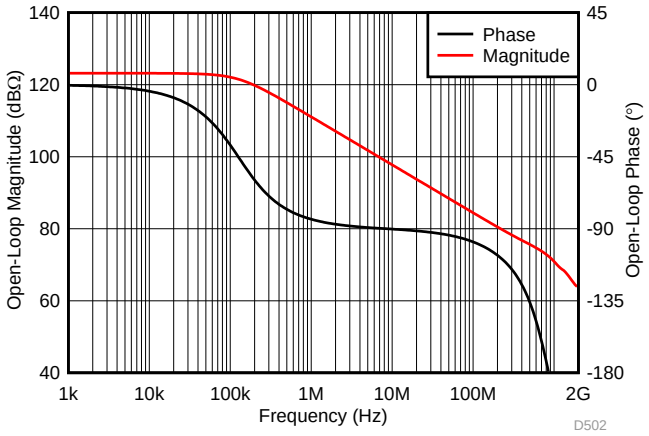

Figure 82. Simulated OPS Z_{OL} Gain Magnitude and Phase
One of the first considerations when designing with the OPS is determining the external resistor values as a function of gain in order to hold the best ac performance. The loop gain (LG) of a CFA is set by the internal open-loop transimpedance gain from the inverting error current to the output, and the effective feedback impedance to the inverting input. The nominal internal open-loop transimpedance gain (Z_{OL}) magnitude and phase are shown in Figure 82.